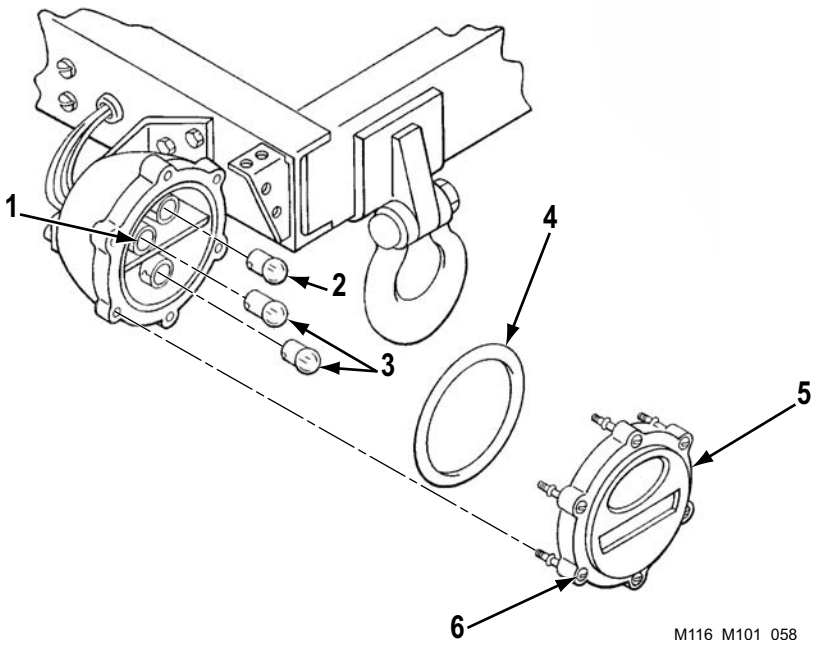

Figure 2. Lamp Replacement.
2. Remove lamp (Figure 2, Item 2) and two lamps (Figure 2, Item 3) from sockets (Figure 2, Item 1) by pushing in and turning counterclockwise.
3. Install two lamps (Figure 2, Item 3) and lamp (Figure 2, Item 2) in sockets (Figure 2, Item 1) by pushing in and turning clockwise.
4. Install new preformed packing (Figure 2, Item 4) and lens retainer (Figure 2, Item 5) and tighten six screws (Figure 2, Item 6).